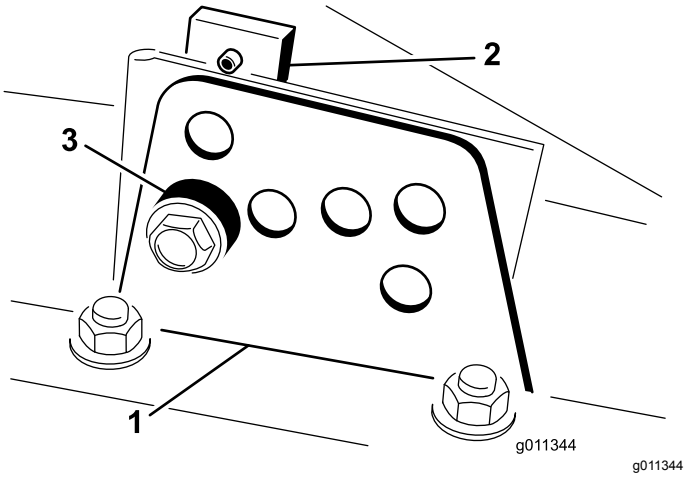

Figur 7
2. Lossa skruven som fäster klipphöjdsfästet på klipphöjdsplattan (längst fram och på vardera sida) (Figur 7).